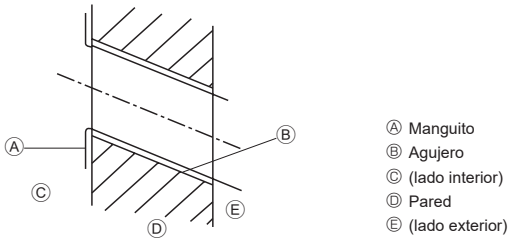

Fig. 3-3
3.2.2. Hacer el agujero para las tuberías (Fig. 3-3)